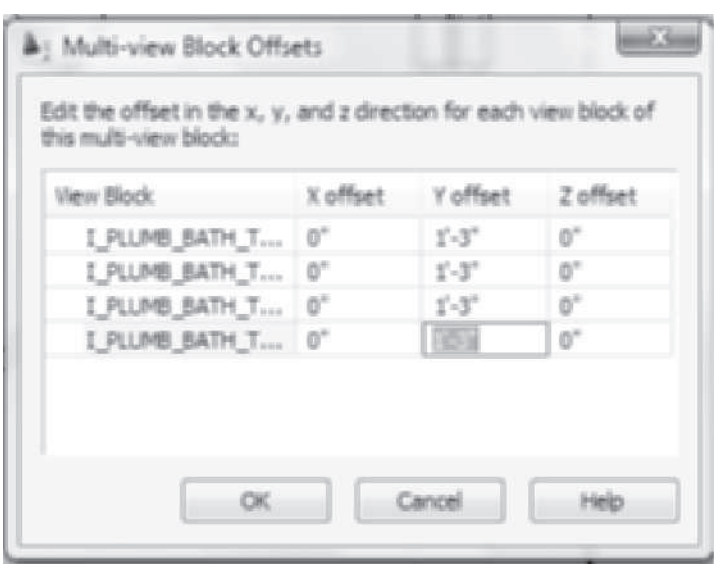

FIGURE 10.40 *Edit of insertion Y offset values*
19. **Imperial only**: Click the Insertion offsets button of the **Advanced** section of the Properties palette to open the **Multi-view Block Offsets** dialog box. To edit the insertion point, edit the Y Offset field for each of the view blocks to **15**" as shown in Figure 10.40. Click **OK** to dismiss the Multi-view Block Offsets dialog box.